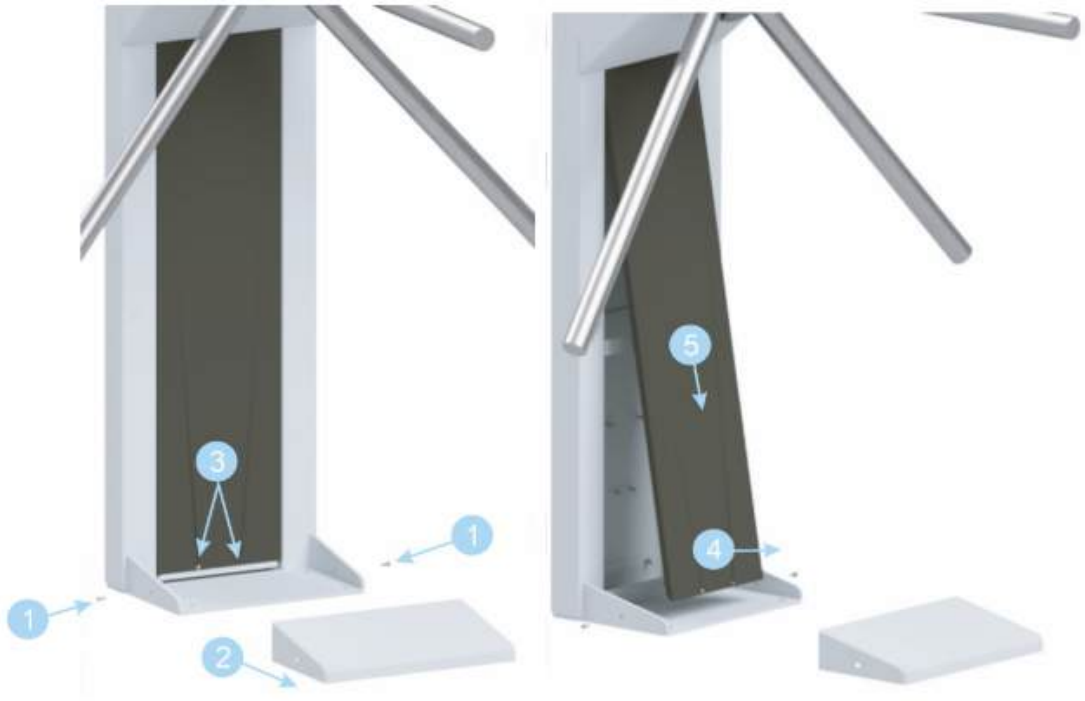

Рисунок 7.4.2 - Разборка кожухов турникета «STR-01»
1. Получить доступ к монтажному основанию и контроллеру управления турникетом, для этого необходимо выполнить следующие действия (см. рисунок 7.4.2):